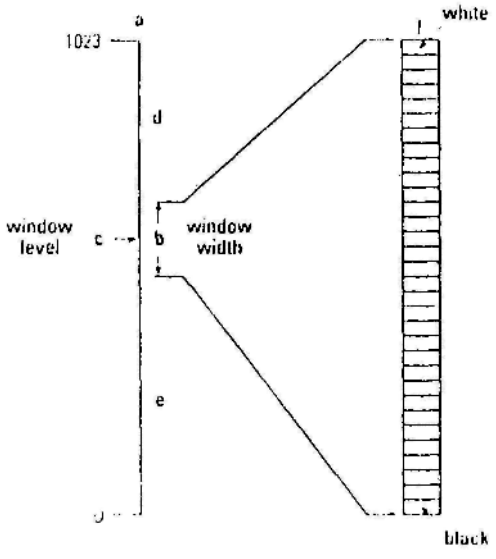

Fig. 4.10 Windowing
- The image stored in a 10-bit computer contains 1024 discrete intensity levels, represented by scale a in Fig. 4.10 → but the eye can only distinguish about 32 gradations of brightness on a TV screen.